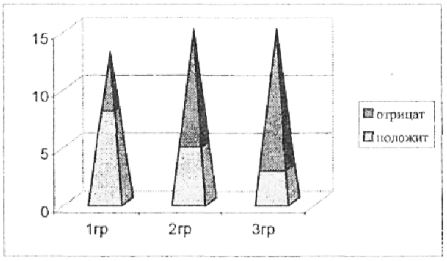

Рис. 1. Название.
10.6.3. Если рисунок один, то он обозначается «Рис. 1». В приложении допускается своя нумерация. Подпись размещают под изображением, в нижней части.